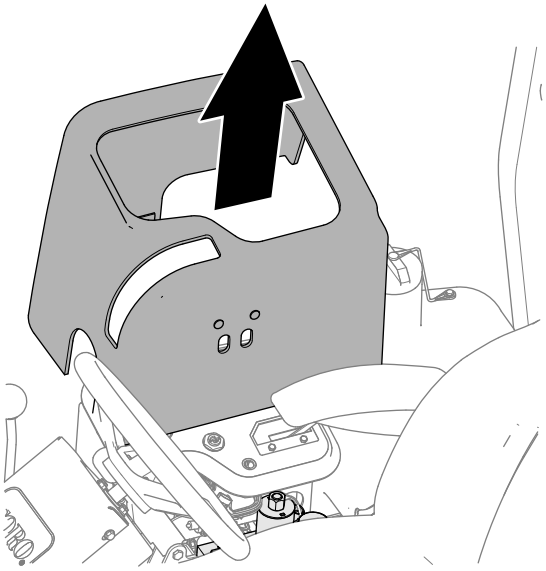

Figur 93
3. Løft det magnetisk monterede konsoldæksel (Figur 93) for at blotlægge plæneklippermanifolden.